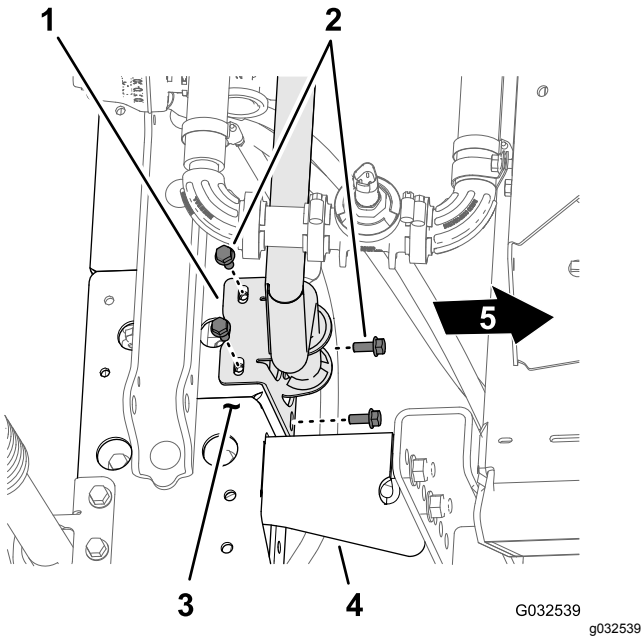
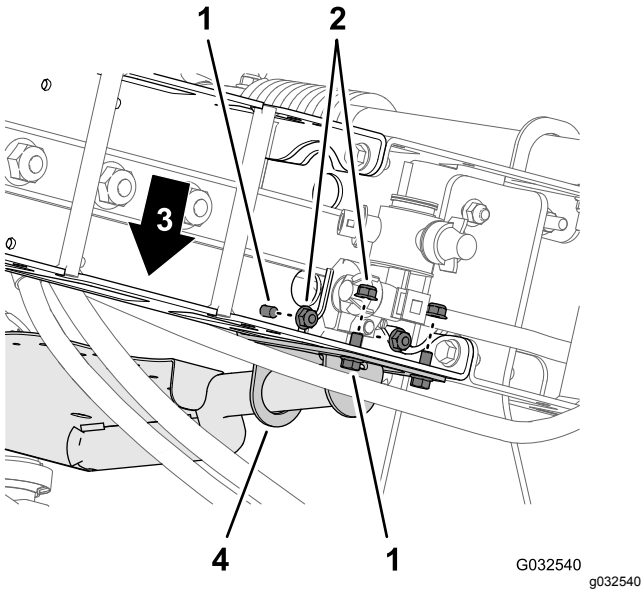

Figuur 88
Figuur 89
2. Lijn de gaten in de montagebeugel van de klepbevestiging uit met de gaten in het frame van de middelste spuitboom (Figuur 88).
3. Monteer de klepbevestiging op het frame (Figuur 88 en Figuur 89); gebruik hierbij 4 bouten (5/16" x ¾") en 4 flensborgmoeren (5/16").